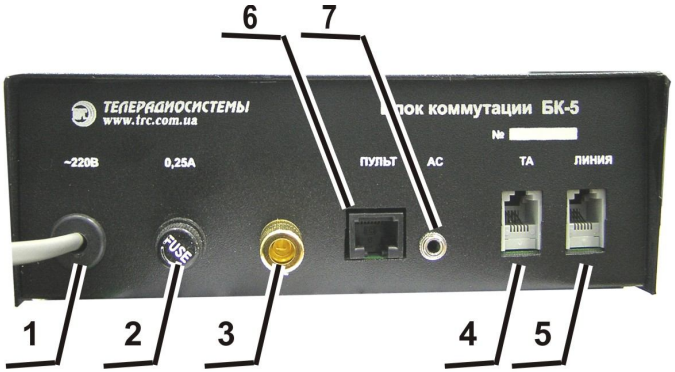

Рис.6
На задней панели блока коммутации БК-5 расположены следующие элементы управления и индикации (рис.6):
2.2.6. Подсоединить выход консоли МК-41хх (рис.3 поз.2) к разъему Пульт БК-5 (рис.6 поз.6). Вход активной акустической системы или студийного усилителя мощности подключить линейному выходу БК-5 (рис.6 поз.7). При использовании коммутируемых телефонных линий связи, подключить телефонный
2.2.7. К входу «Линия» блока коммутации БК-5 (гнездо RJ-11) (рис.6, поз.5) подключается 2-х проводная -линия связи. Распиновка Rj-11 приведена в таблице рис.8.